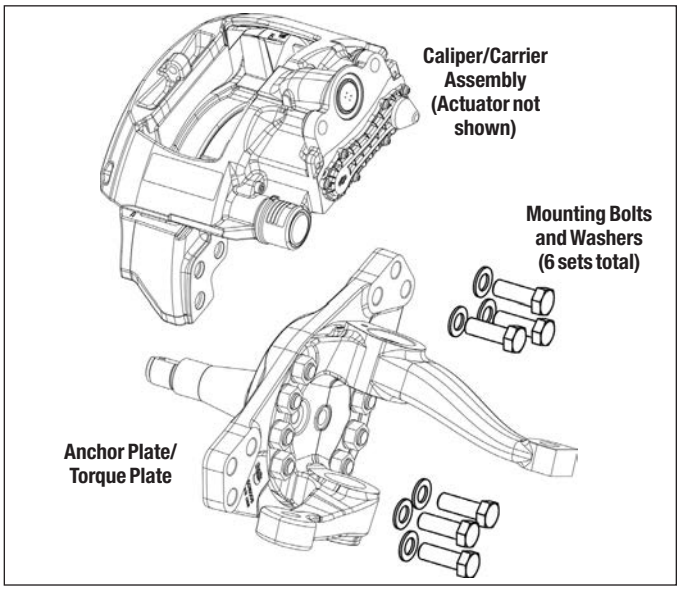

Figure 42 – Axial Mount Caliper/Carrier
5.3.6 Disconnect the air hose(s) to the brake chamber. (*See Figure 42*). Supporting the air disc brake by necessary means, remove the six bolts attaching the brake to the anchor plate and remove the caliper/carrier assembly from the vehicle.